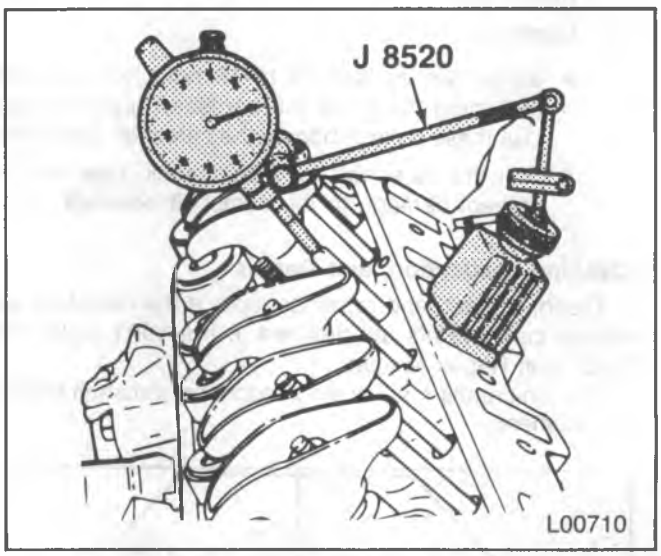

Figure 24—Measuring Camshaft Lobe Lift
2. Refer to figure 24. Position the dial indicator (part of J 8520) so the plunger rests on the pushrod end as shown. Make sure the pushrod is in the lifter socket.